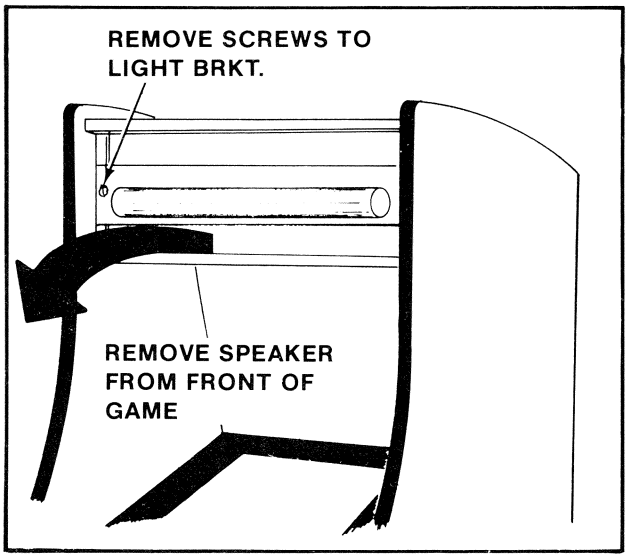

**Figure 22 Replacing fluorescent light mounting bracket & speaker — Upright game**
- Replacement of the fluorescent tube mounting bracket assembly. See Figure 22.
- Replacing the speaker. See Figure 22.